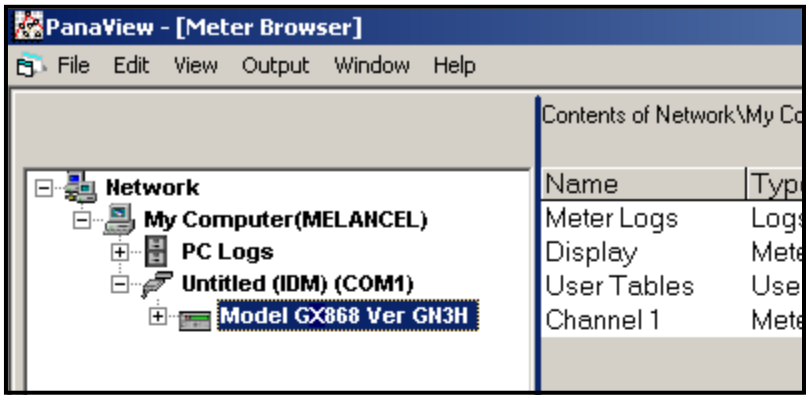

Figure 22: The Updated Network Tree
If the initialization is successful, the Meter Browser shows a listing similar to *Figure 22*.
1. Highlight the meter (as shown in *Figure 22 on page 85*).